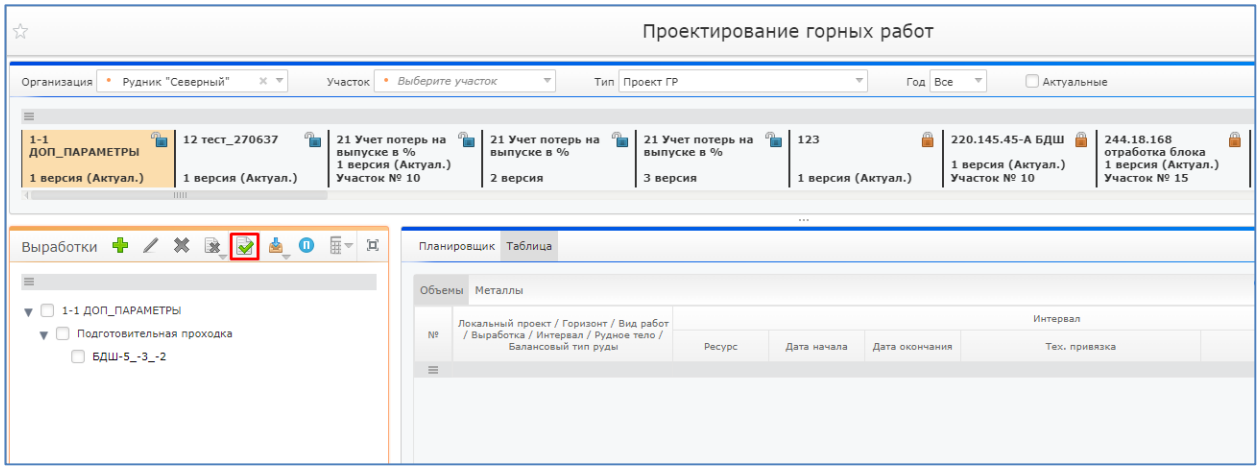

Рисунок 28. Кнопка «Добавить выработку в список»
2. В блоке «Выработки» нажать на кнопку «Добавить выработку в список» (Рисунок 28);